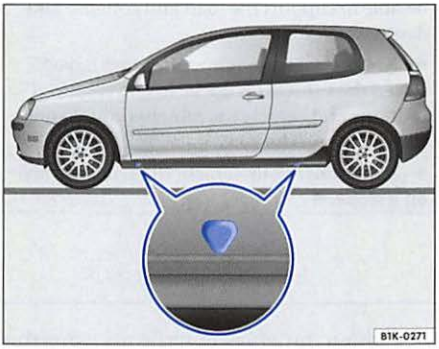

Fig. 26 The jack points for the vehicle jack
3. Locate the jack point ⇒ fig. 26 ⇒ ⚠ closest to the wheel that has to be changed.
The jack must be positioned only at the jack points for the vehicle jack shown ⇒ page 85, fig. 26. Always use the jack point closest to the wheel you are working on.
- **Always position the jack only at the jack points for the vehicle jack ⇒ page 85, fig. 26.**